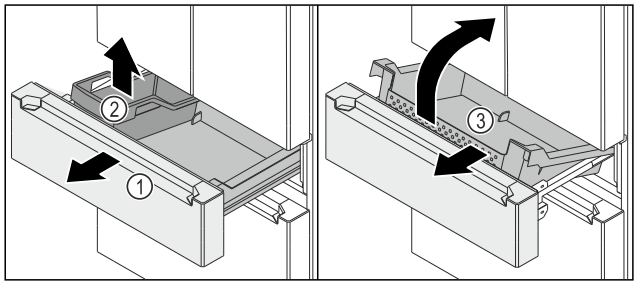

Fig. 150
- ▶ Extrageți căruciorul de extragere *Fig. 150 (1)* până la opritor.
- ▶ Extrageți FlexBox *Fig. 150 (2)*.
- ▶ Ridicați recipientul *Fig. 150 (3)* în față.
- ▶ Extrageți recipientul *Fig. 150 (3)* oblic spre partea frontală.